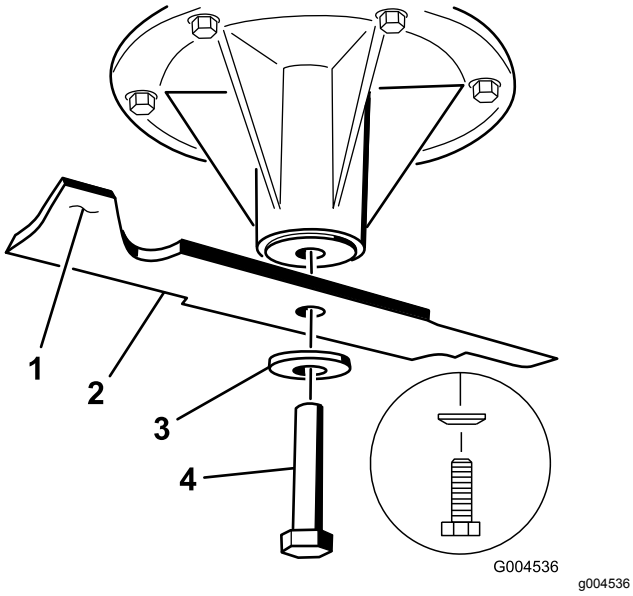

**Figuur 113**
1. Monteer het mes op de as (Figuur 113).
2. Monteer de veerschijf en de mesbout (Figuur 113).
**Opmerking:** De conus van de veerschijf moet worden gemonteerd op de boutkop (Figuur 113).